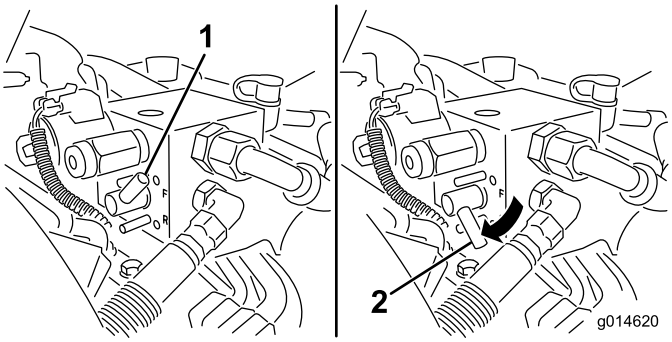

Figur 50
5. Vrid slipningsspaken till BAKÅTLÄGET (R) (Figur 50).